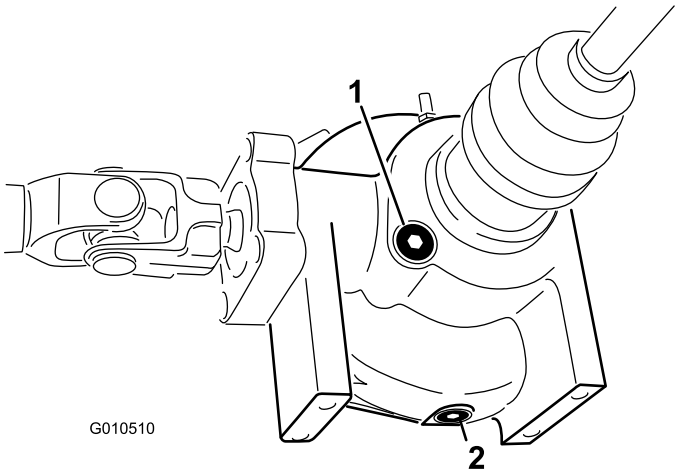

**Figur 21**
2. Rengør området omkring påfyldnings-/kontrolskruen på siden af differentialet (Figur 21).